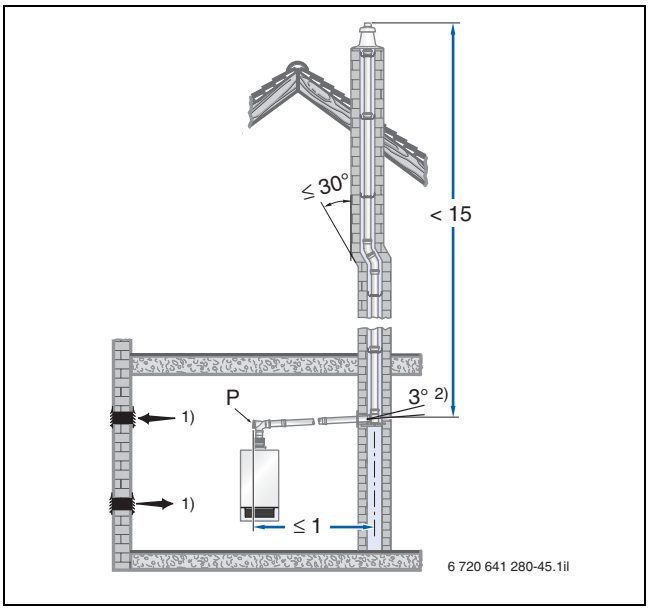
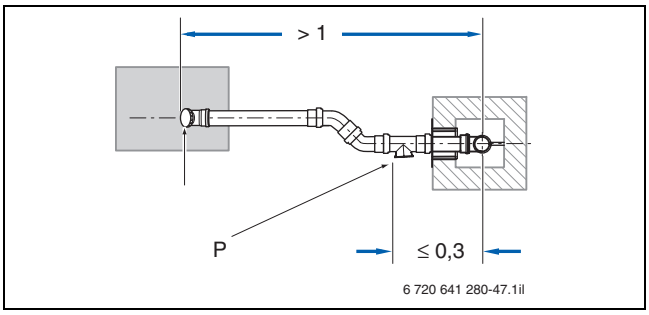

Bild 94 Beispiel zur Anordnung der Prüföffnung (P) bei einer waagerechten Abgasleitung ohne Umlenkung im Aufstellraum (Maße in m)
Bild 95 Beispiel zur Anordnung der Prüföffnungen (P) bei einer waagerechten Abgasleitung mit Umlenkung im Aufstellraum – Draufsicht (Maße in m)
Gemäß DIN 18160-1 und DIN 18160-5 müssen Abgasanlagen für raumluftabhängigen Betrieb leicht und sicher zu überprüfen und ggf. zu reinigen sein. Hierzu sind Prüföffnungen einzuplanen (→ Bild 94 und Bild 95).
- an der Stirnseite im geraden, waagerechten Abschnitt der Abgasleitung höchstens 1 m von der Umlenkung in den senkrechten Abschnitt entfernt, sofern sich dazwischen keine Umlenkung befindet (→ Bild 94, Seite 104) **oder**
- seitlich im waagerechten Abschnitt der Abgasleitung höchstens 30 cm von der Umlenkung in den senkrechten Abschnitt entfernt (→ Bild 95).
- die untere Prüföffnung bei DN 160 und DN 200 entsprechend Bild 95 angeordnet ist
- die untere Prüföffnung nach DIN 18160-1 und 18160-5 ausgeführt ist (→ Bild 94).